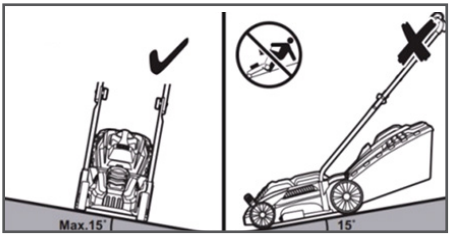

Рис. 12 Положение газонокосилки при кошении.
8. Запрещается работать газонокосилкой, если угол склона превышает 15° (Рис. 12).